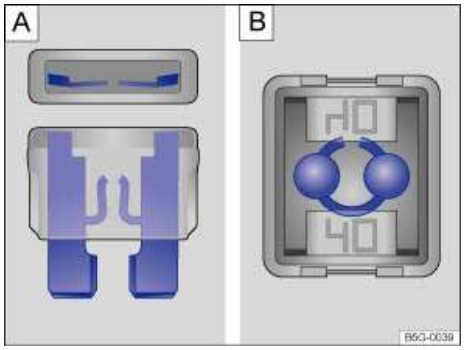

Fig. 174 Blown fuse: A: Blade fuse. B: Cartridge fuse.
- A blown *blade fuse (ATO, MINI)* has metal strips that have burned through, which you can see through the transparent housing from above and from the side ⇒fig. 174 **A**.